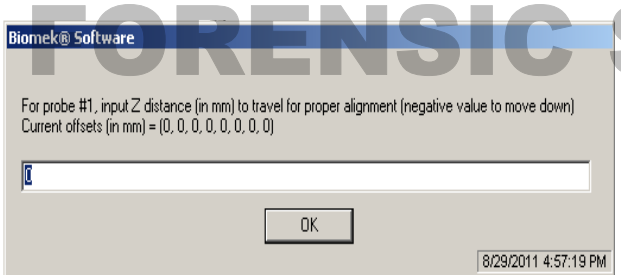

Figure 6. Moving the probe (in mm) up or down for proper alignment.
1.14 The next prompt that opens up (Figure 6) will allow the user to adjust the probe positioning with respect to the Magnabot surface (in mm), one probe at a time. Adjusts should be made carefully, making every effort not to overestimate the distance and cause the tips to crash onto the Magnabot surface. To move the tips down, enter in negative values, e.g., -2, whereas to move the tips up, enter in positive values. This may need to be repeated several times before the tip (it does one probe at the time, although all of the probes move together) is aligned. To determine if the probe (probe #1 in this example) is properly aligned in its z-axis, insert a Post-It note between the P20 tip loaded onto probe #1 and the flat surface of the inverted Magnabot. A slight tug on the Post-It note should be felt as you try to move it out from between the P20 tip and the Magnabot. Click OK when the amount the tips should be moved is entered.